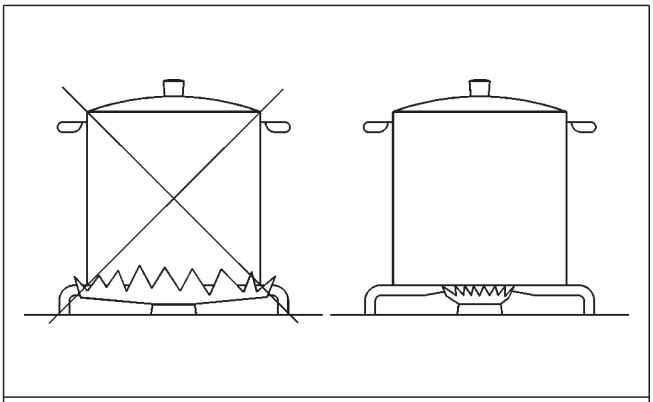

FIG. 2
- ulilizati pentru fiecare arzator vase adecvate (vezi tabelul urmator si fig. 2).